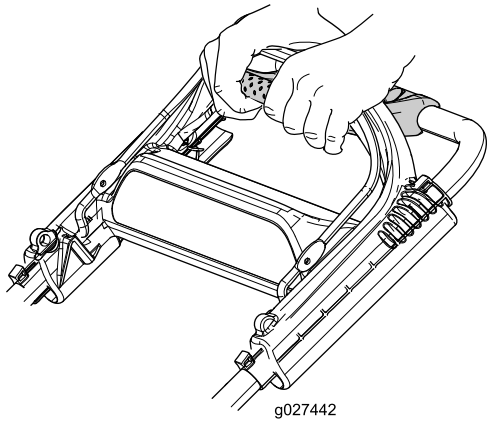

Figur 17
1. Sträck ut fingrarna och fatta tag om drivhjälpshandtagets hörn (Figur 17).